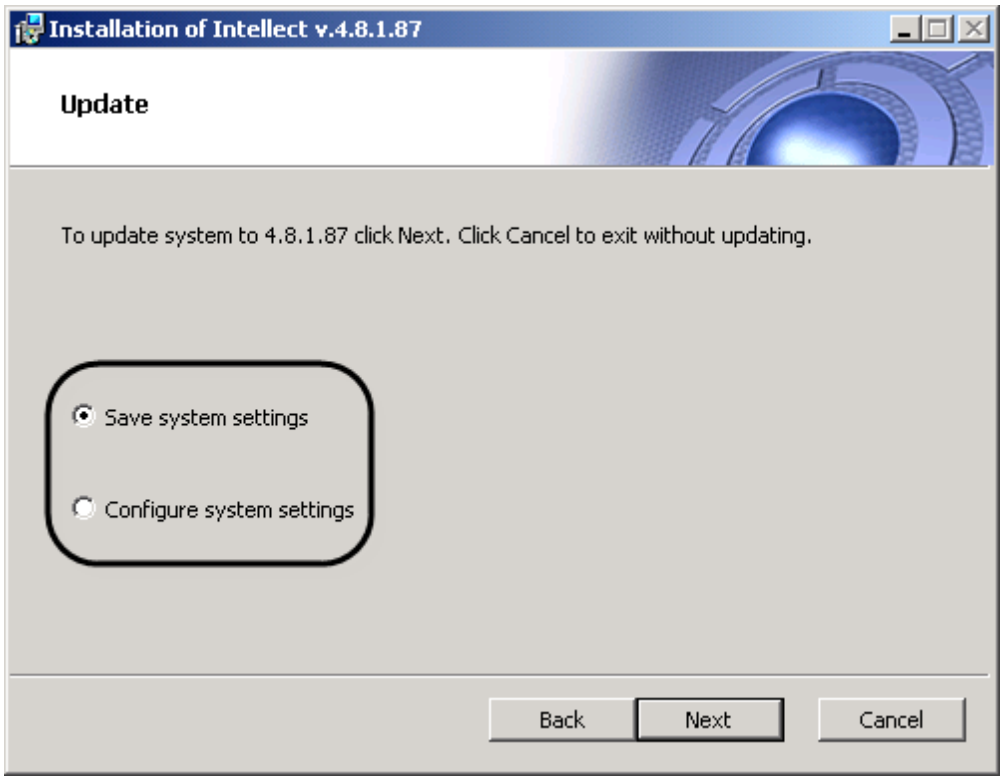

Figure 5.1-48 The dialog box of the type of update
The dialog box of the type of update is displayed (Figure 5.1-48).
10. Select one of the offered types of update (Figure 5.1-48). The types of update are described in Table 5.1-2.
11. Click the “Next” button (Figure 5.1-48).